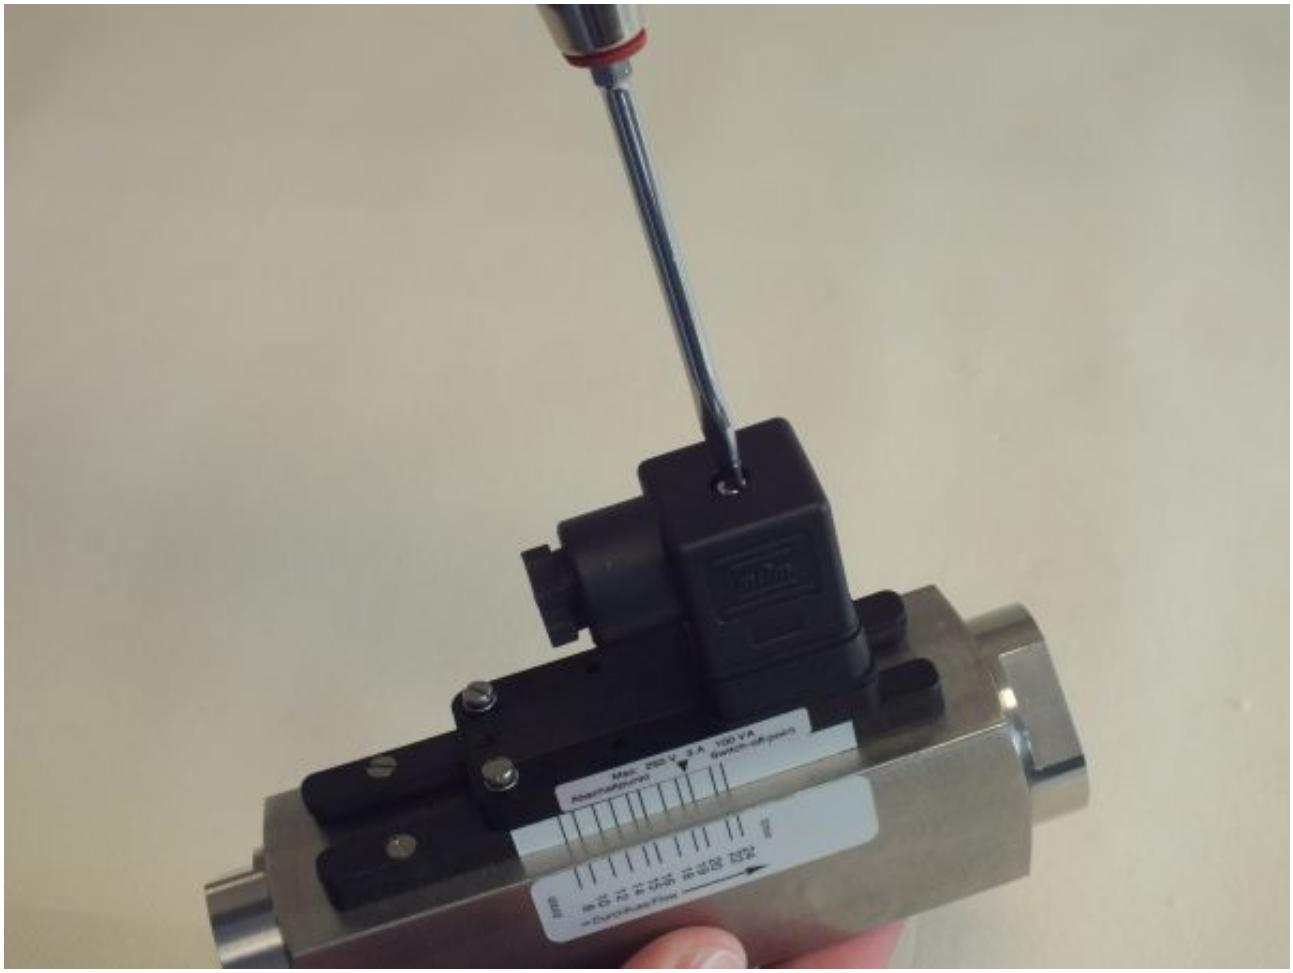

Fig. 26: Detach socket
1. Release the fixing screw (*Fig. 26*/1) from the socket
9. Plug the female socket onto the connector plug and tighten the fixing screw (*Fig. 26*/1)